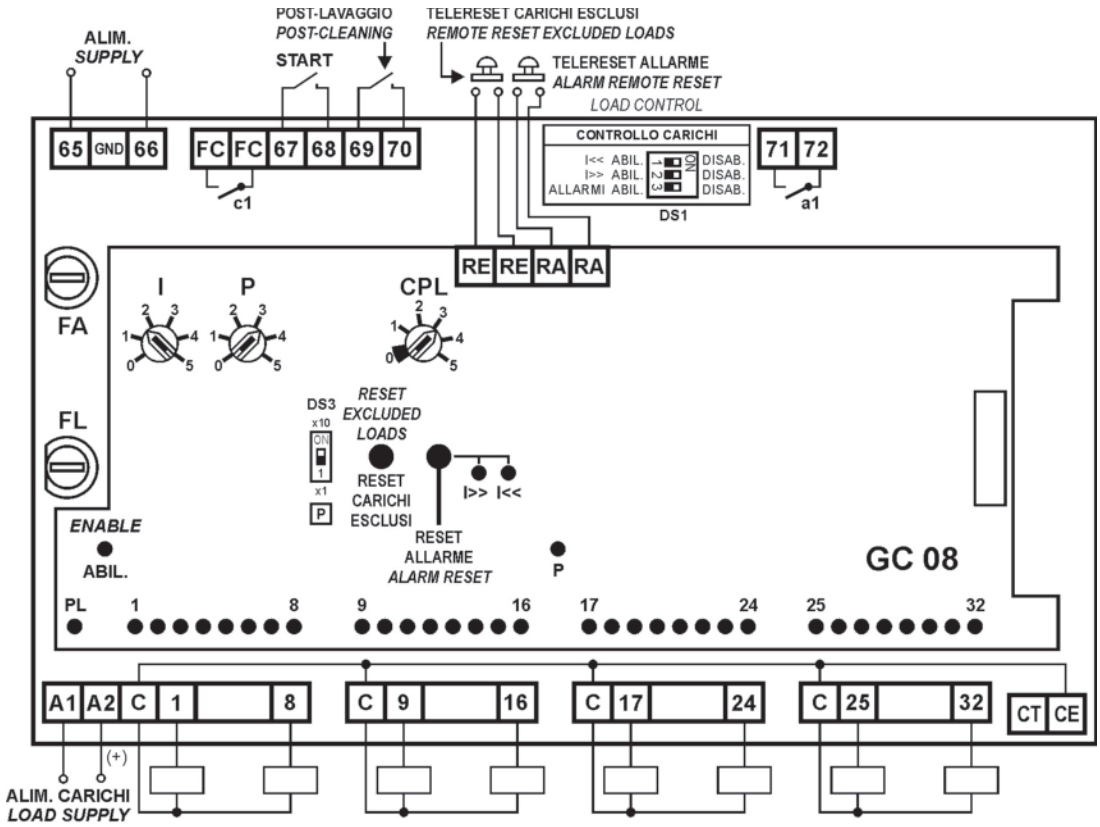

Fig. 4
-pins. RE, RE external push button (NO) voltage free, to remote the Reset Excluded Loads function.
-pins RA, RA external push button (NO) voltage free, to remote the led I>>, I<< switch off and to reactivate the A relay.
- Relay A: pin 71-72 contact (NO) (3A 230 Vac resistive load) it detects the presence of anomalies in the Load
- Relay C: pin. Fc, Fc (NO) (3A 230 Vac resistive load) it signals for 2 sec the end of the cycle.
- pins 1÷8, 9÷16, 17÷24, 25÷32 (V. Fig. 4) all the loads have a wire in common to be connected to the pin C, the other wire is connected to the pins 1, 2 etc….